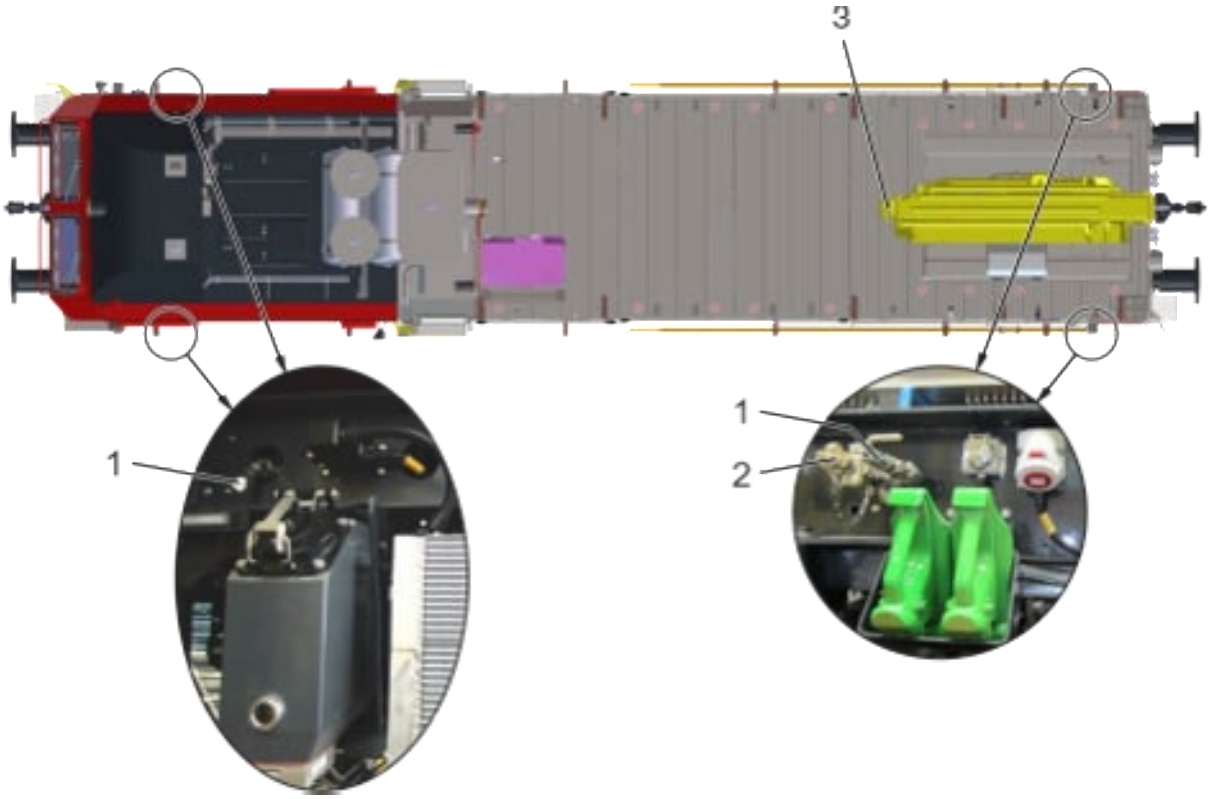

Fig. 136: Collegamento per gli aggregati ad aria compressa
Sui quattro lati del veicolo si trovano degli attacchi rapidi per il collegamento di aggregati ad aria compressa, cfr. Fig. 136 (1).